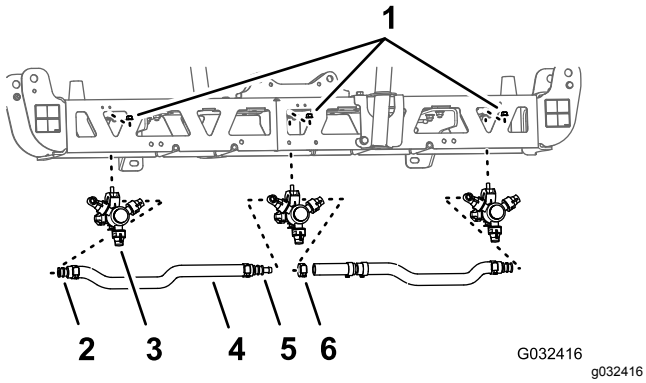
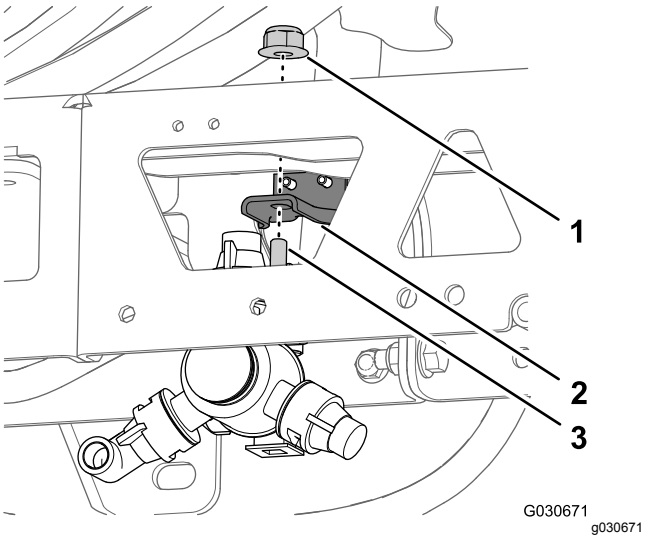

Figur 46
Figur 47
1. Ved midtre sprederseksjon, fjern flenslåsemutteren som fester sprederdysen til dysefestet (Figur 46 og Figur 47).
3. Fjern dysen fra den midtre sprederseksjonen (Figur 46 og Figur 47).
5. Fjern slangene (3/4 tommes indre diameter), slangeskaftene, klemmene og T-stykket med mothake fra den midtre sprederseksjonen (Figur 46).